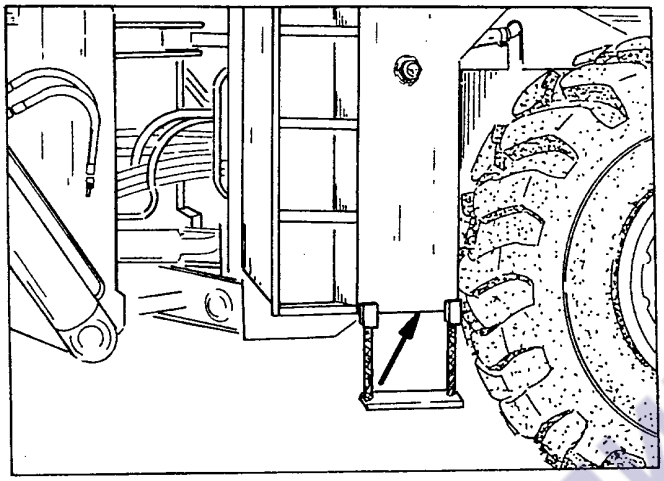

Рис. 5.57. Пробка сливного отверстия бака гидросистемы
6. Открутить колпак сливной пробки (Рис. 5.57), вкрутить в сливную пробку наконечник специального сливного шланга, прикладываемого к машине, и слить масло в емкость, превышающую по объему емкость бака гидросистемы.